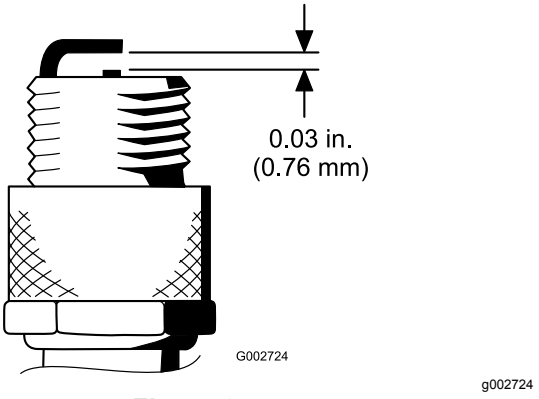

**Figur 40**
4. Kontrollera att luftgapet mellan mitt- och sidoelektroderna är 0,76 mm. Se (Figur 40).